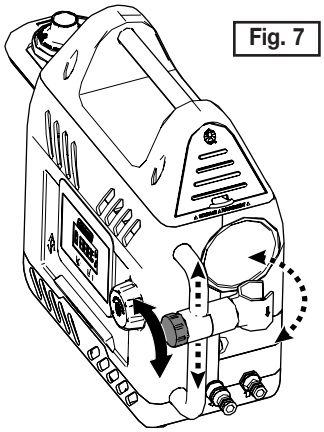

Fig. 7
3. Loosen the Adjustment Knob and adjust the angle & height of The Shower Arm, once the desired position is reached, tighten the adjustment knob (Fig. 7).